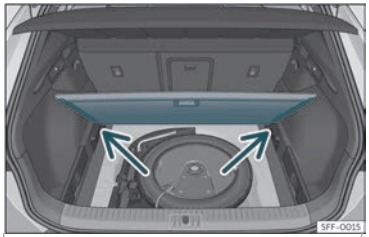

Abb. 110 Variabler Gepäckraumboden: geneigte Stellung.
- Legen Sie den Gepäckraumboden auf die dafür vorgesehenen Aufnahmen ››› **Abb. 110** (Pfeile).